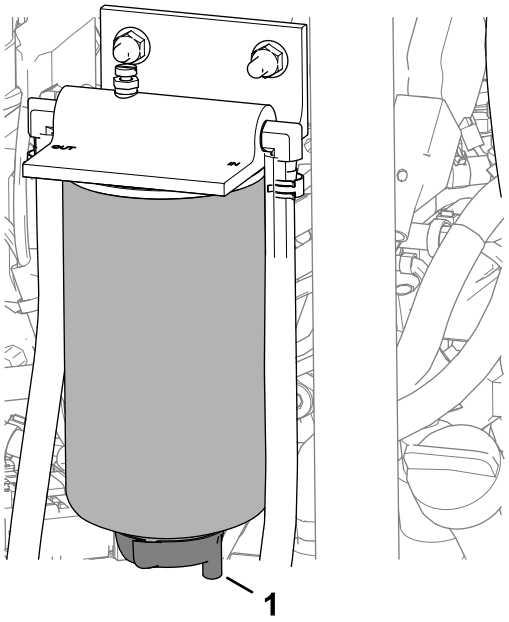

Figur 119
3. Anbring en dræningsskål under brændstof-/vandudskillerens aftapningsventil (Figur 119).